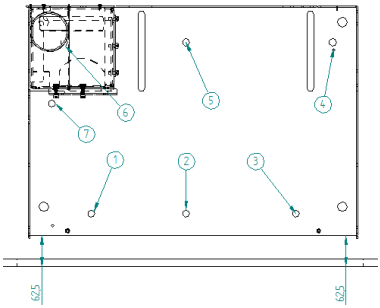

Figura 5 - Attrezzature di fissaggio di base
- Come visibile in figura 5 si deve lasciare una distanza di 62,5mm base alla parete frontale (deve essere perfettamente parallela).